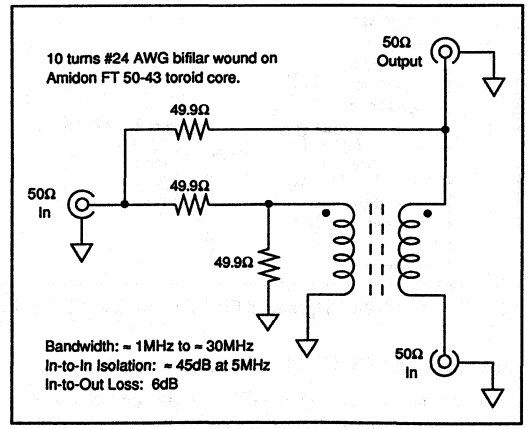
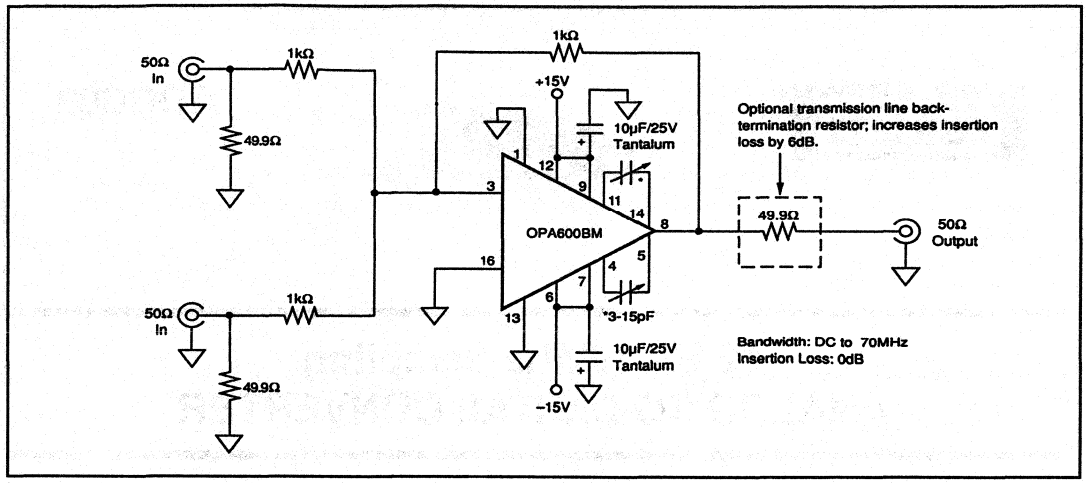

FIGURE 17. Passive Signal Combiner.
FIGURE 18. Active Signal Combiner.
7. Two-tone testing will require isolation between test signal generators to prevent IMD generation in the test generator output circuits. An active summing amplifier using an OPA600 is shown in Figure 18. This circuit will provide excellent performance from DC to 5MHz with harmonic and intermodulation distortion products typically better than –70dBc. A passive (hybrid transformer) signal combiner can also be used (Figure 17) over a range of about 0.1MHz to 30MHz. This combiner's port-to-port isolation will be ≈45dB between signal generators and its input-output insertion loss will be ≈6dB. Distortion will be better than –85dBc for the powdered-iron core specified. Avoid ferrites. The circuits shown in Figures 17 and 18, have bandwidths beyond those required for the ADC601; therefore, they have even better performance at 500kHz. These combiners are always good additions to high-speed engineering labs.